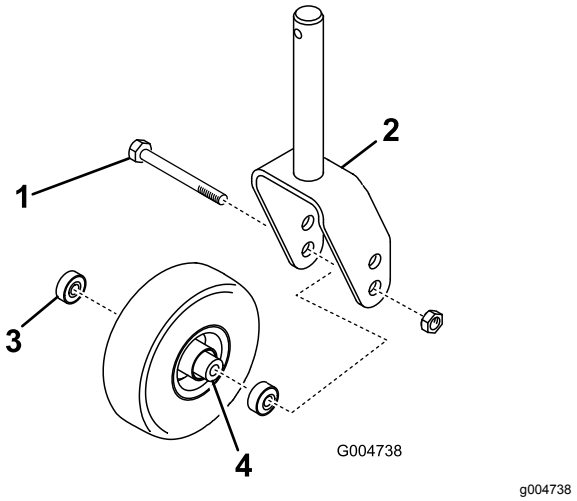
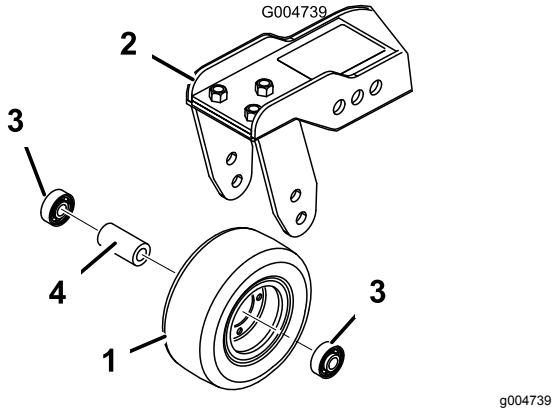

Figuur 106
Figuur 107
1. Verwijder de borgmoer van de bout waarmee de zwenkwielset is bevestigd in de zwenkwielvork (Figuur 106) of in de draaiarm van het zwenkwiel (Figuur 107). Pak het zwenkwiel vast en schuif de bout uit de vork of draaiarm.
2. Verwijder het lager uit de wielnaaf en laat het lager eruit vallen (Figuur 106 en Figuur 107). Verwijder het lager vanaf de andere kant van de wielnaaf.